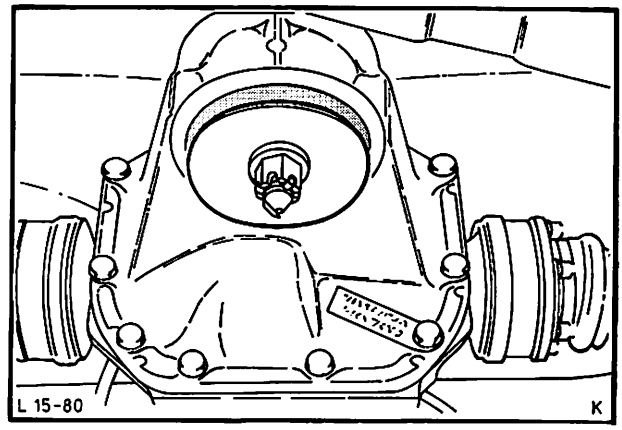

Abb. 125 Bolzen – Achsaufhängung hinten sichern
10. Bolzen – Achsaufhängung hinten einsetzen, Mutter aufschrauben und versplinten, Abb. 125.